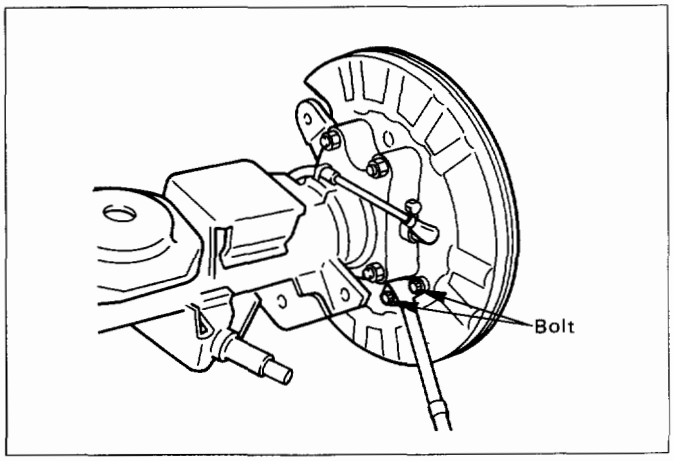

Fig. 4B-7
- Remove the parking brake cable mounting bolts (Fig. 4B-7).